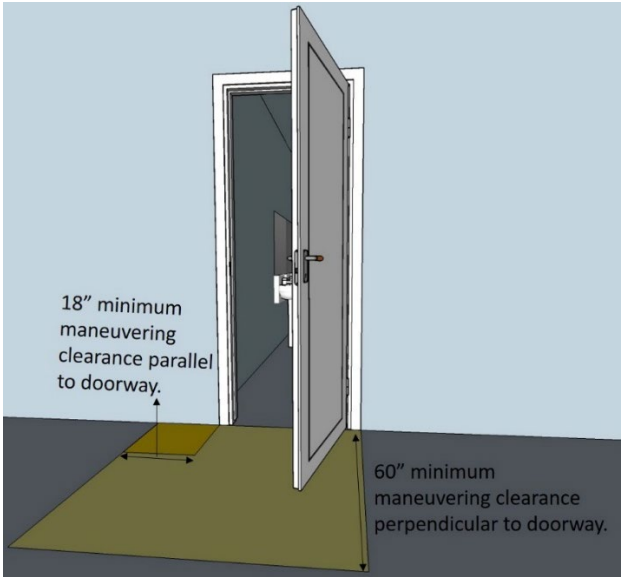

Figure 2-4 Accessible Maneuvering Clearance at Doorway
- The maneuvering clearance varies depending on type of door and direction of approach. The most commonly used door with a front approach, requiring the user to pull to it, shall have a 60” maneuvering clearance perpendicular to doorway and 18” parallel to doorway, as shown in Figure 2-4.